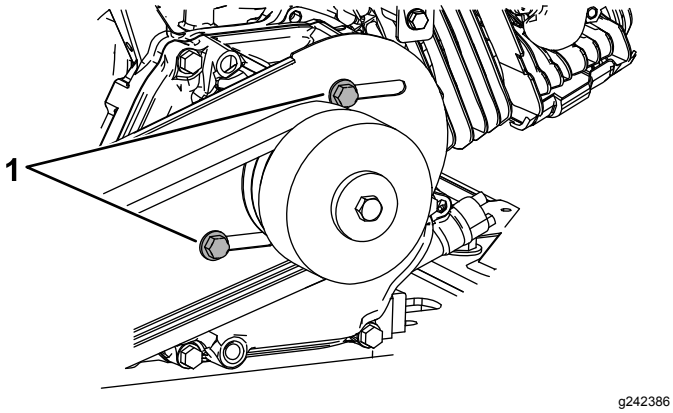
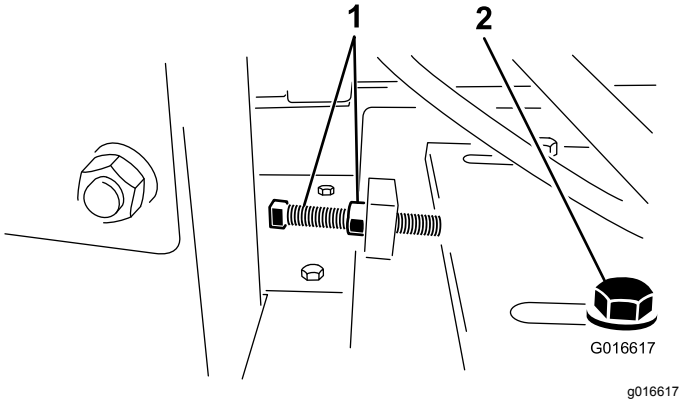

Figure 26
Figure 27
5. Desserrez les 4 boulons de montage de la plaque de support du moteur et les 4 boulons qui fixent l'arrière du protège-courroie au moteur (Figure 26 et Figure 27).
6. Desserrez le boulon de tension et l'écrou de blocage de la courroie. Faites glisser le moteur vers le carter du volant moteur pour détendre la courroie (Figure 27).
6. Desserrez le boulon de tension et l'écrou de blocage de la courroie, et faites glisser le moteur vers le carter du volant moteur pour détendre la courroie (Figure 27).